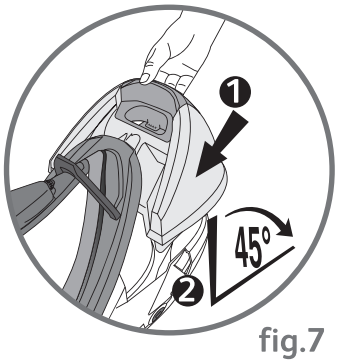

fig.7
• Helyezze vissza teljesen a helyére, amíg egy kattanást nem hall – **fig.7**.